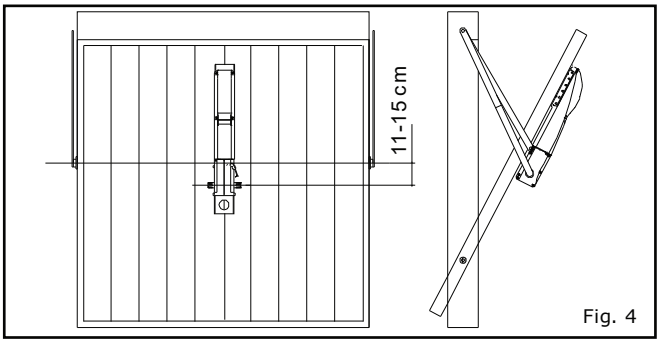

Fig. 4
e) Fissare il motoriduttore al longherone serrando le quattro viti M8x20 fornite in dotazione, in modo che l'albero di uscita si trovi 10 -15 cm più in basso rispetto al perno di leva della porta (Fig. 4).